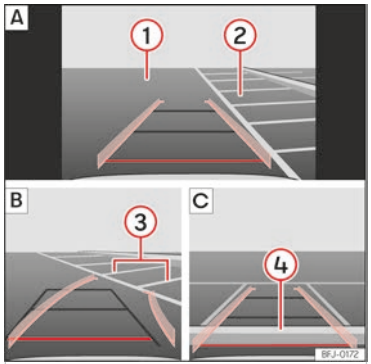

Fig. 169 Visualización en la pantalla del sistema de infotainment: aparcar con el asistente de marcha atrás.
Leyenda de la ››› **fig. 169**:
- Sitúe el vehículo delante del hueco de aparcamiento ››› **fig. 169** (2) A.
- Retroceda girando el volante de manera que las líneas amarillas se introduzcan en el hueco de aparcamiento. Las líneas verdes y amarillas tienen que coincidir con las líneas de delimitación laterales (3) B.
- Detenga el vehículo cuando la línea roja haya alcanzado la delimitación trasera (4) C.